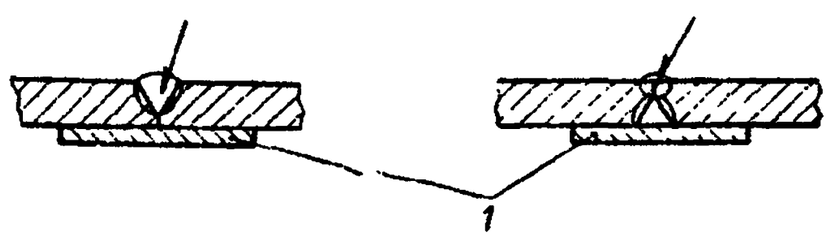

Рис. 367. Заварка сквозных трещин
5. Трещину заварите. Формы и размеры шва выдерживайте в соответствии с требованиями ГОСТ 5264—80. Применяйте электроды типа Э46А ГОСТ 9467—75 с обмазкой УОНИ 13/45 или 13/55. При сквозной трещине заваривайте с двух сторон на медной подкладке *1* (рис. 367). После проверки шов зачистите, усиление шва после заварки должно быть 1—1,5 мм, в месте установки усилительной накладки шов зачистите вровень с основным металлом.